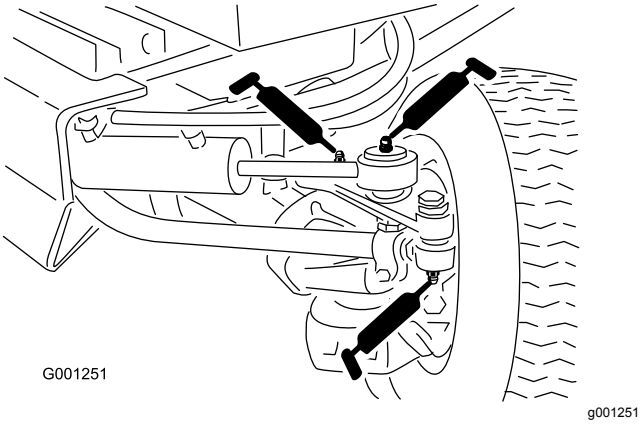

**Figur 43**
- Forbindelsesstangens ender (2) (Figur 43)
- Cylinderstangens ender (2) (Figur 43)
- Styretapper (2) (Figur 43)
- Akseldrejetap (Figur 43)